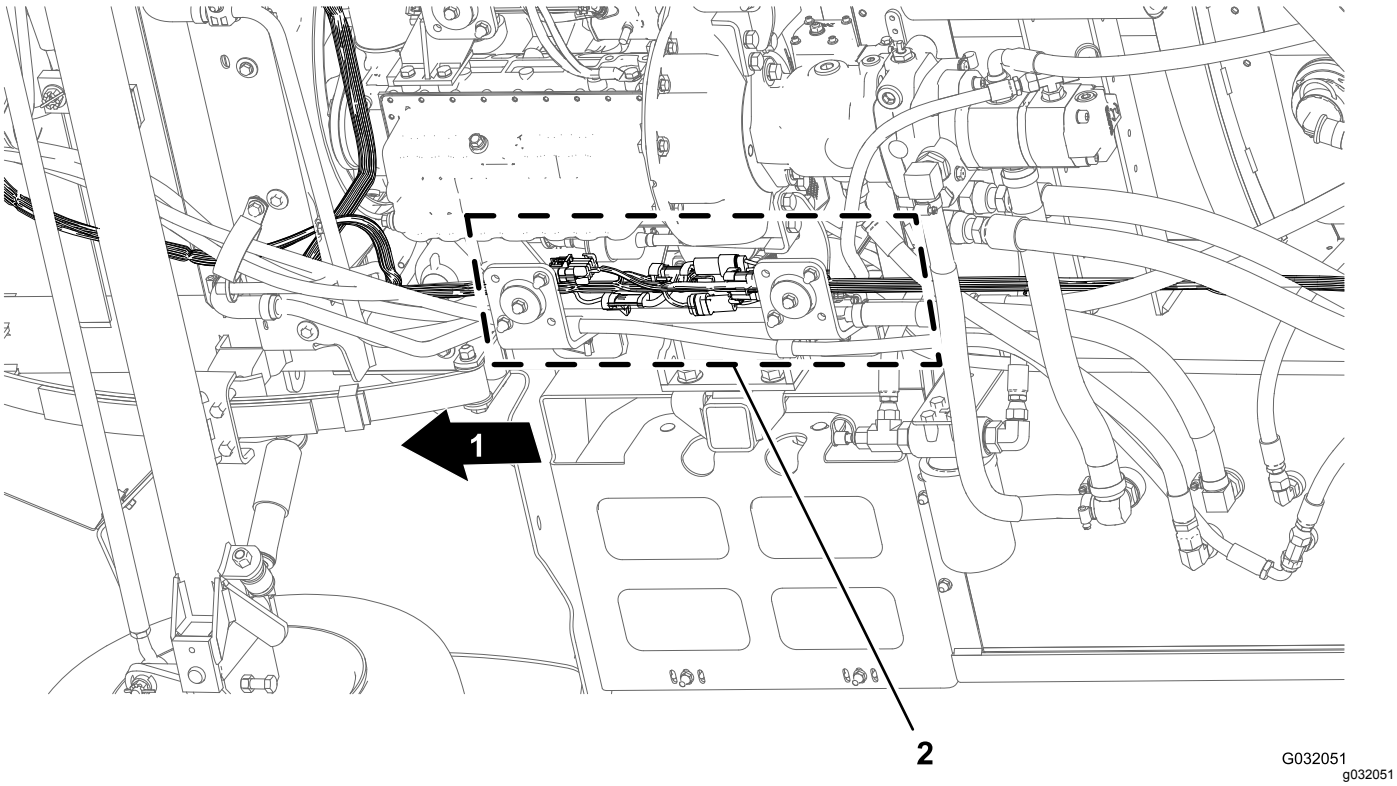

Figur 46
1. Under maskinen längs det högra ramröret letar du reda på elkontakterna för maskinens främre och bakre kablage (Figur 46).